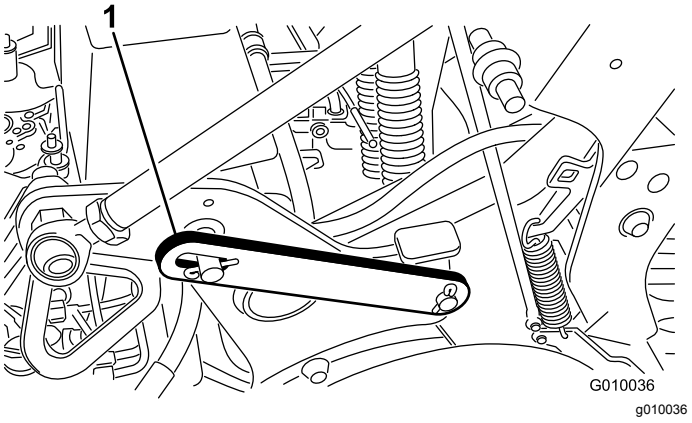

Figuur 21
3. Verwijder de borgveer waarmee de onderhoudsvergrendeling vastzit in de opbergstand (Figuur 21).